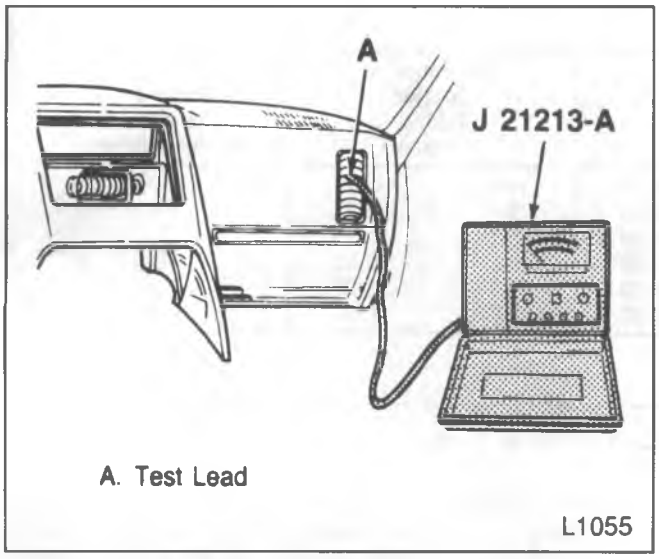

Figure 10—Installing Temperature Tester J 21213-A
5. Install J 21213-A at the instrument panel right outlet (figure 10).